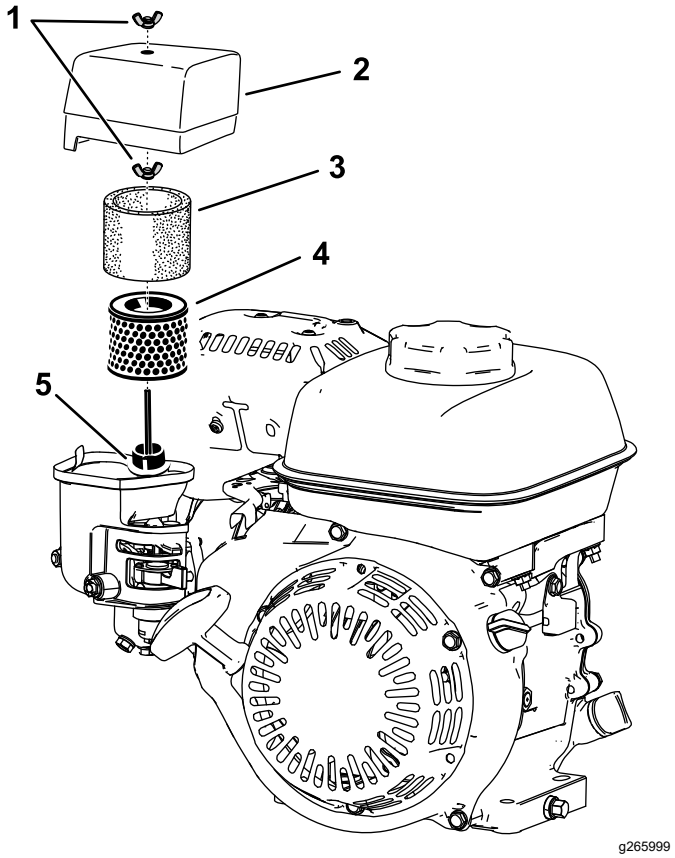

**Figuur 27**
2. Draai de vleugelmoer los waarmee het luchtfilterdeksel vastzit (Figuur 27).